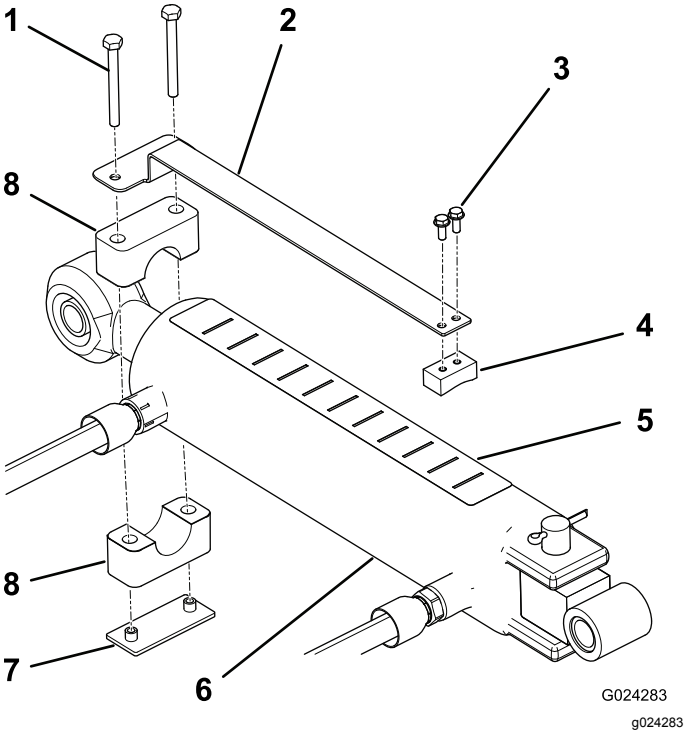

Figur 8
1. Monter dybdemåleren til den flate siden av glideblokken med to maskinskruer (nr. 10 x ½ tomme) ved å plassere komponentene som vist i Figur 8.
2. Bruk rørklemmen, sveiseplaten og to skruer (¼ x 2½ tomme) for å montere dybdemåleren løst til stangenden på toppleddsylinderen (Figur 8). Påse at klemmene er såpass løse at de kan roteres til ønsket posisjon.
4. Fest dybdemerket øverst på sylinderen på et sted som er synlig for føreren og ikke er i veien for hydraulikkslanger eller andre ting (Figur 8). Enden med bokstaven J på merket skal plasseres mot luftemaskinen.
6. Bokstavene på merket tilsvarer ikke en bestemt dybde. Kjør luftemaskinen på et testområde for å avgjøre ønskede innstillinger, og noter ned tilsvarende plasseringer på dybdeindikatoren. Du kan deretter justere sylinderen under drift til en dypere innstilling (J) eller en mindre dyp innstilling (A).